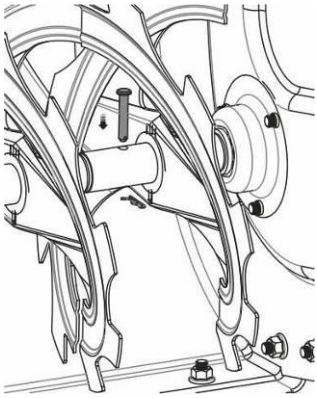

Рис. 17. Замена срезного штифта.
2. Установите новый срезной штифт и новый шплинт (рис. 17).